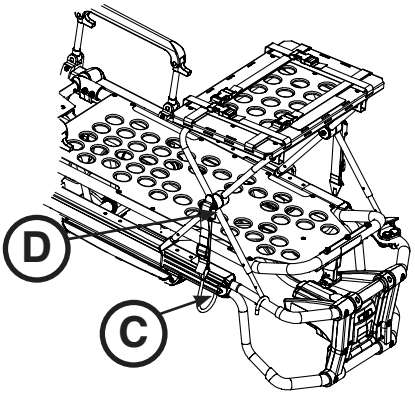

Afbeelding 57
5. Plaats de vergrendelingshaak (C) onder de bevestiging van het matrasframe of het voeteneinde van de brancard en duw het lipje (B) omhoog tot het hoorbaar vastklikt (zie Afbeelding 57) Doe hetzelfde aan de andere zijde van het defibrillatorplatform.